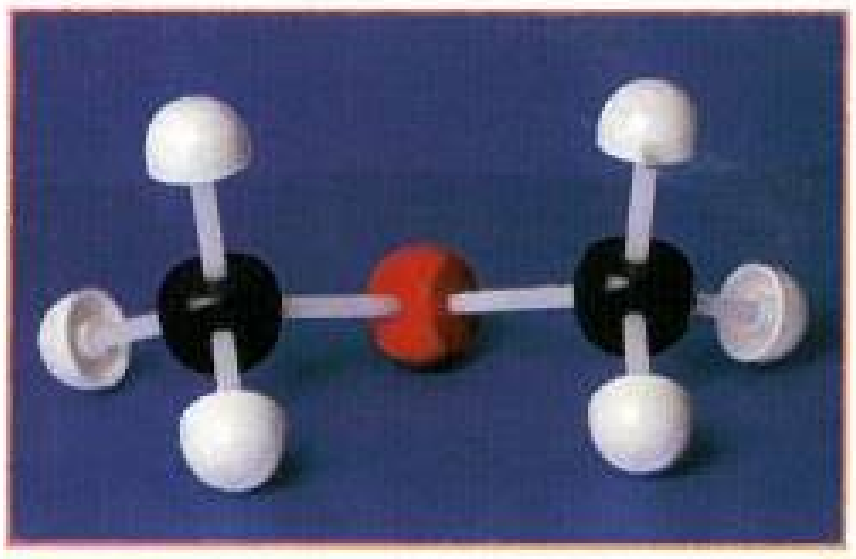

Figure 8.6
- Replacing the hydrogen atom of the hydroxyl group in CH_3OH molecule by a methyl group, the molecule CH_3OCH_3 is obtained (Fig. 8.6).